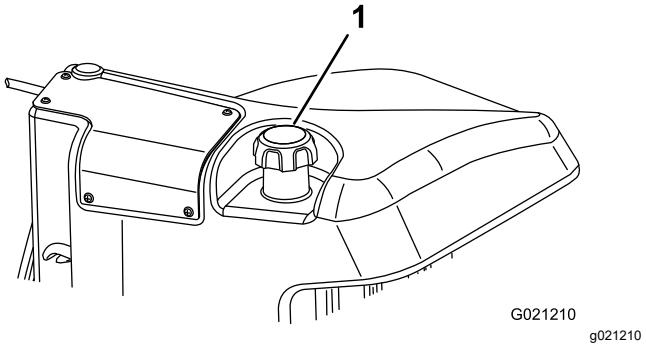

Figuur 45
3. Verwijder de dop van de brandstoftank (Figuur 45).